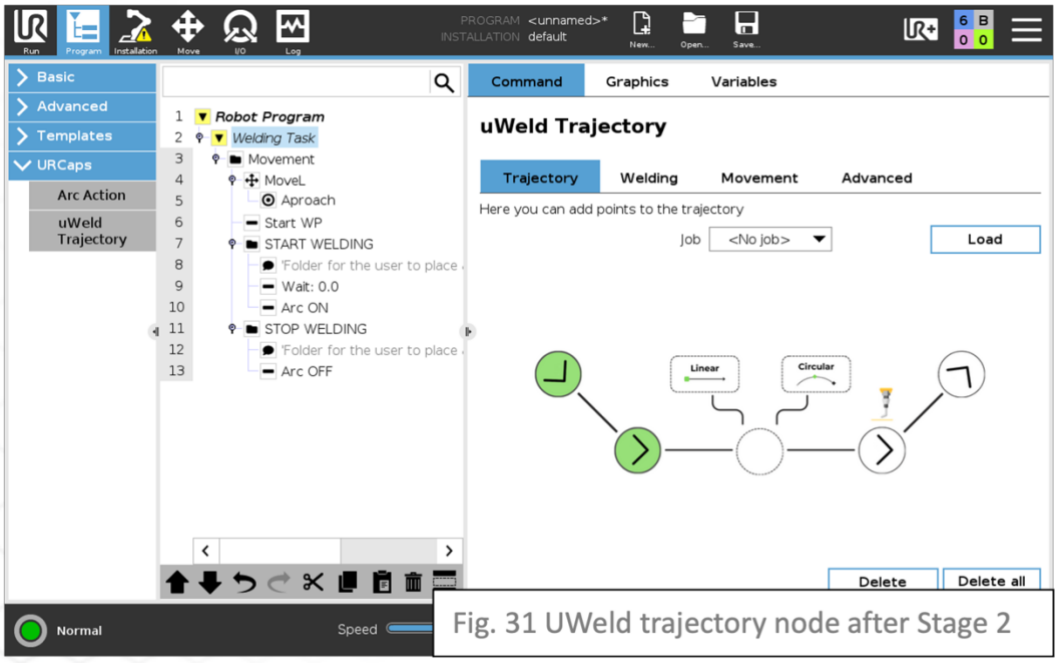
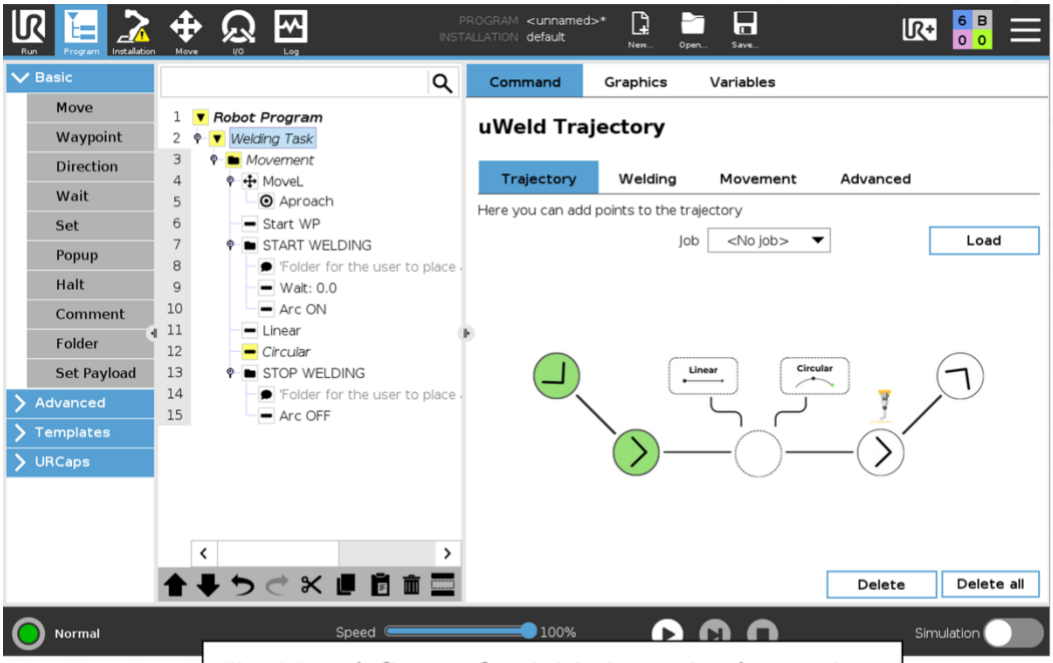

Fig. 31 UWeld trajectory node after Stage 2
Fig. 34 Path figure after initiating a circular motion
I. Keep the polyscope on the screen shown in figure 31.
III. Press and hold UTeach Button C for 1 second or tap the square icon labeled "circular" in the path figure (see figure 31).
When initiating a circular motion, UWeld will disable the option to add linear movement because the arc in figure 34 has not been fully defined. Therefore, follow these steps:
I. Keep the polyscope on the screen shown in figure 34.
III. Press and hold UTeach Button C for 1 second or tap the square icon labeled "circular" in the path figure (see figure 34).
I. Keep the polyscope on the screen shown in figure 34 or figure 31 (depending on the case).
Press and hold UTeach Button L for more than 5 or tap the icon corresponding to stage 4, where the icon of the non-sparking welding torch is in figures 31 and 34.